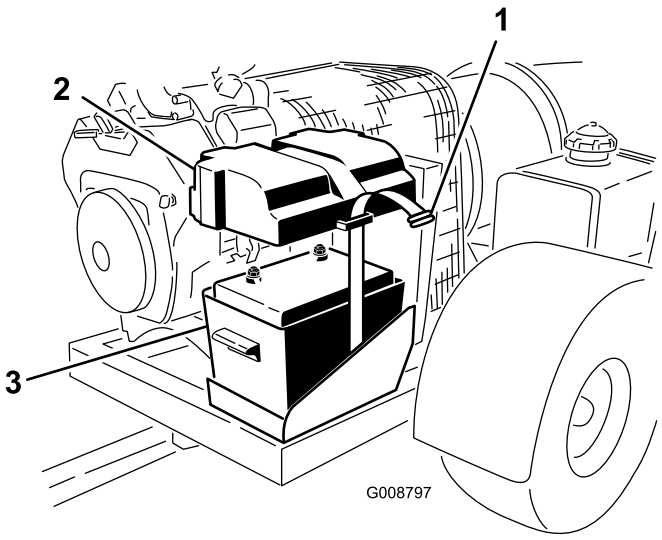

Figuur 3
2. Maak de band los waarmee de accu is bevestigd op de accubak (Figuur 3).